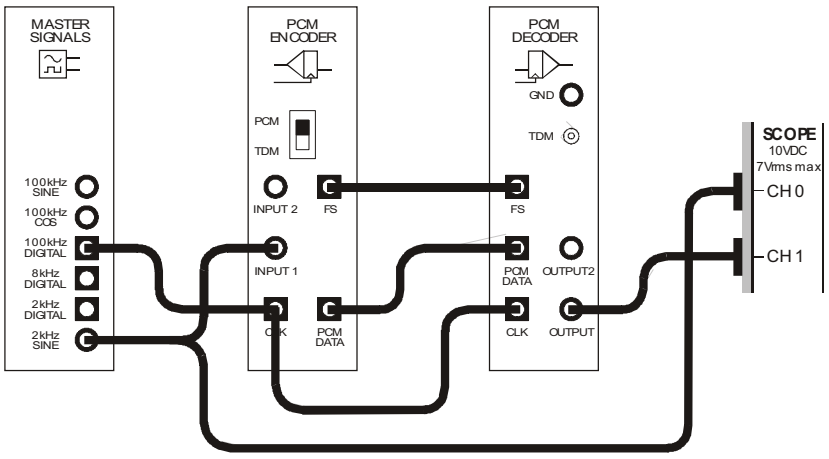
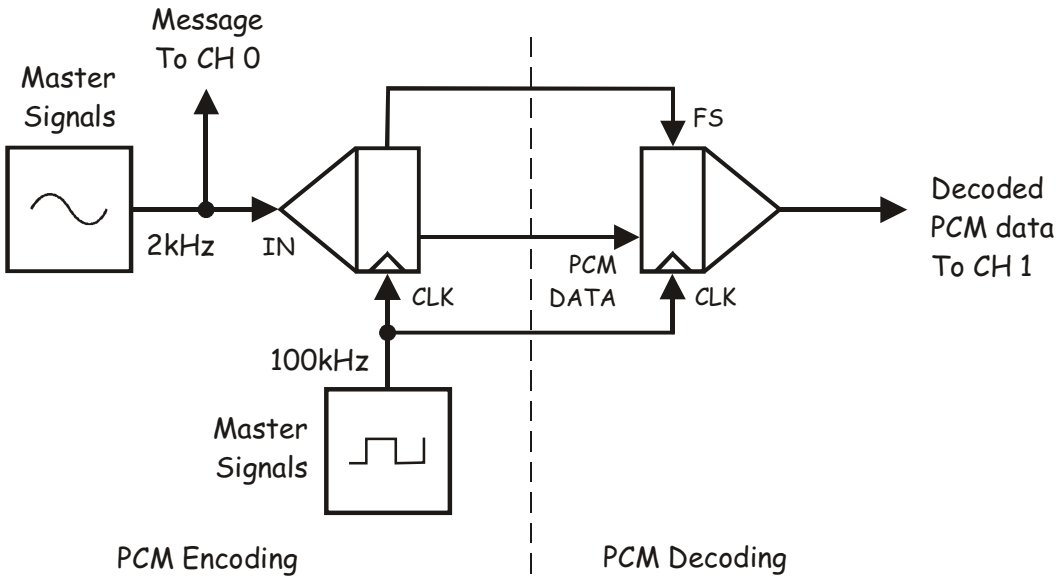

Figure 2
Figure 3
10. Connect the set-up shown in Figure 2 below.
The set-up in Figure 2 can be represented by the block diagram in Figure 3 below. The Master Signals module's *2kHz SINE* output is the message. The PCM Encoder module converts the message to a digital signal which inevitably contains quantisation errors. The PCM Decoder module returns the digital signal to a sampled version of the original signal consisting of quantisation noise and aliases.